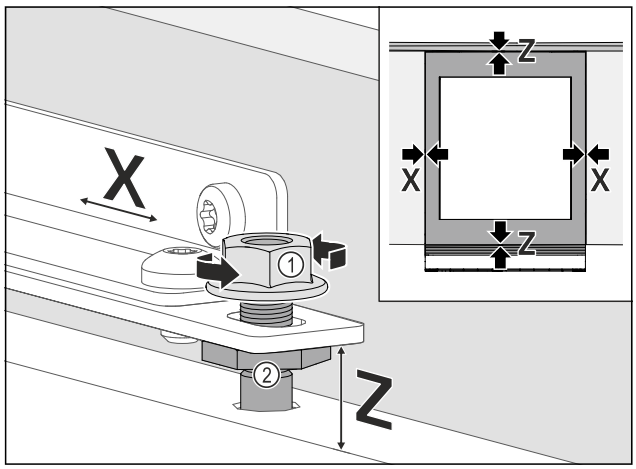

Fig. 76
▶ Möbeltür seitlich ausrichten: Kontermutter *Fig. 76 (1)* lösen, Möbeltür in **X** Richtung verschieben.
▶ Kontermuttern *Fig. 76 (1)* anziehen.
▶ Möbeltür in der Höhe **Z** und in der seitlichen Neigung ausrichten: Justagebolzen *Fig. 76 (2)* einstellen.